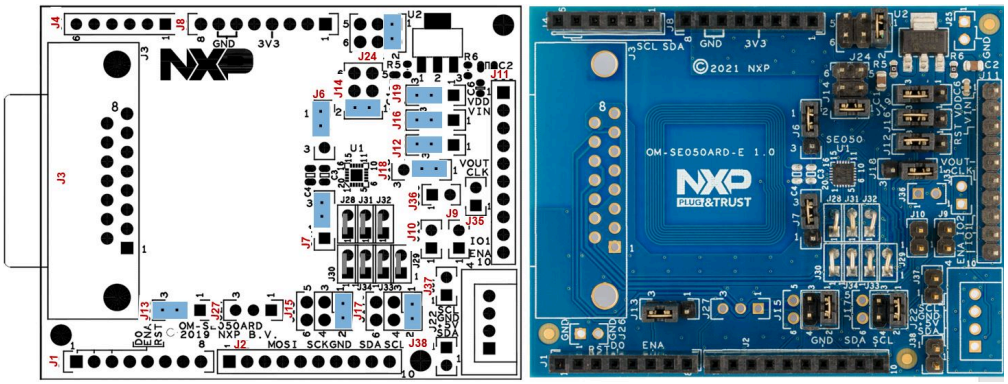

Figure 1. Jumper configuration for OM-SE05xARD
1. The OM-SE05xARD board has jumpers that allow you to use the EdgeLock SE05x I^2C interface via the Arduino header. Configure the jumper settings as shown in Figure 1 to enable this option.